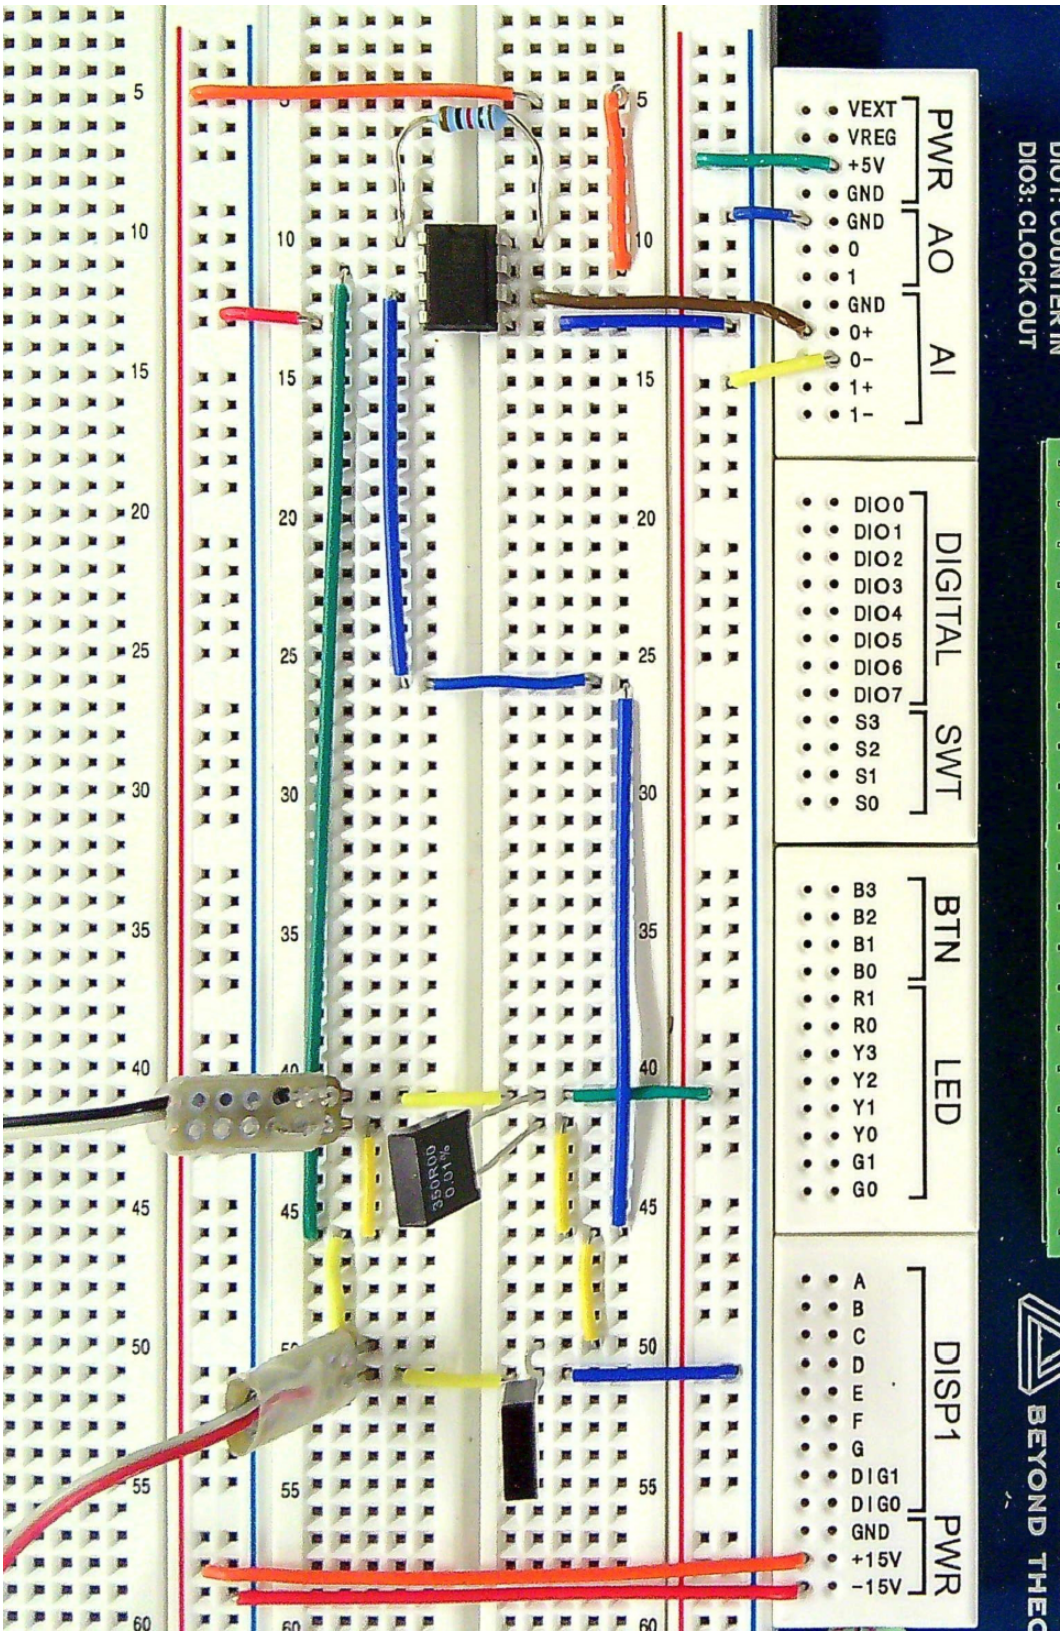

Figure 2: Two strain gauges mounted on a cantilevered beam and a half-arm Wheatstone bridge circuit.
- Build a half arm Wheatstone bridge circuit as shown in Figure 2.
3. Connect the excitation ground to the REF pin on the instrumentation amplifier (2).
4. Provide the amplifier and the bridge with a 5V excitation voltage from Ni MyDAQ (2).